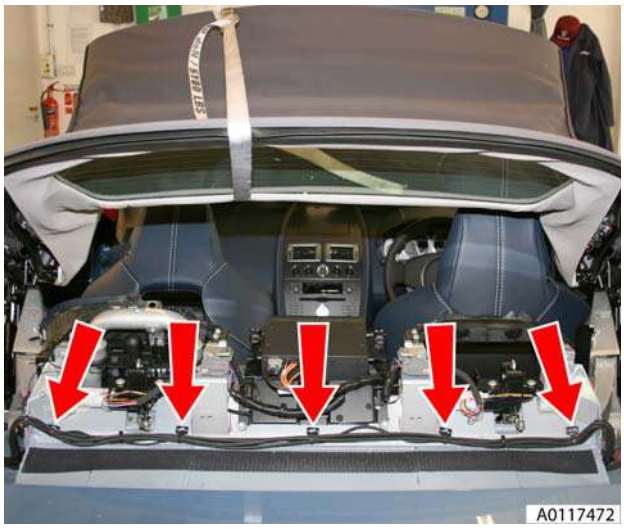

Figure 9
17. Release harness/pipe retaining clips (x7) behind Roll Over Protection System (ROPS) units (see Figure 9).